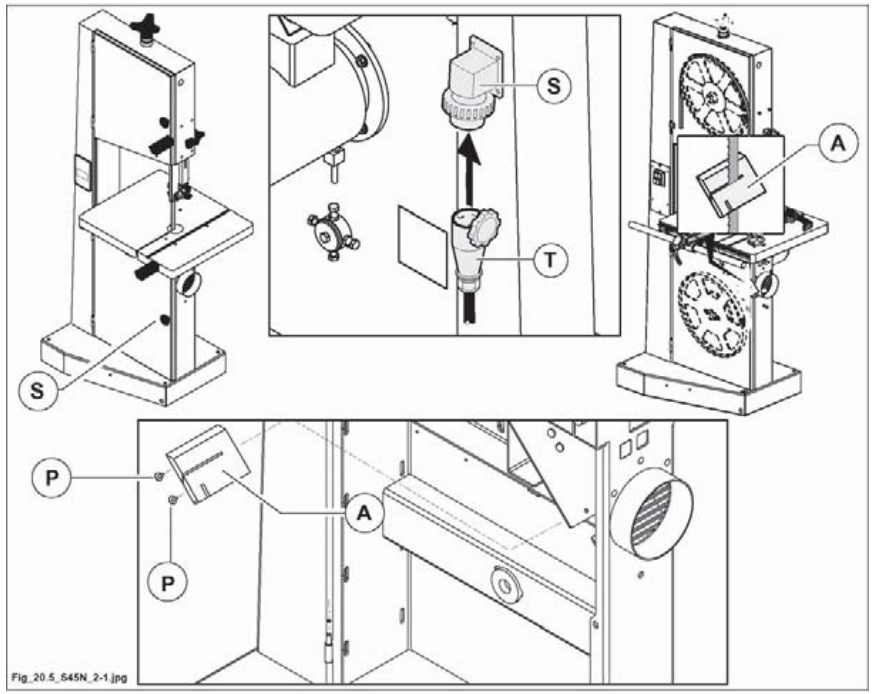

Fig. 20.5
- open the lower casing (S fig. 20.5).
- Remove the screws (P fig. 20.5).
- Substitute the blade cleaner board (A fig. 20.5).
- Refit the screws (P fig. 20.5).
- Close the lower casing (S fig. 20.5).